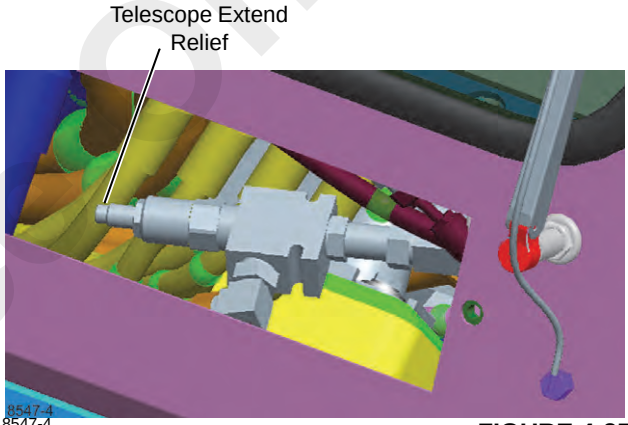

FIGURE 4-25
3. If the pressure needs adjusted, loosen the jam nut on the tele extend relief, shown in Figure 4-25, and turn the tele extend relief adjustment until 19500 ± 350 kPa (2825 ± 50 psi) is showing on the pressure gauge; clockwise increases pressure, counterclockwise reduces the pressure.